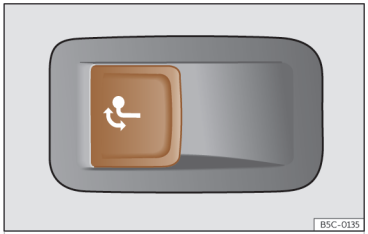

Abb. 195 Auf der linken Seite im Gepäckraum: Taste zur Entriegelung der Anhängerkupplung.
- Ziehen Sie kurz an der Taste ››› **(Abb. 195)**. Die Anhängerkupplung wird automatisch entriegelt und dreht selbsttätig heraus. Die Kontrollleuchte der Taste blinkt.
- Ziehen Sie kurz an der Taste ››› **(Abb. 195)**. Die Anhängerkupplung wird elektrisch entriegelt.
- **Drücken Sie keinesfalls die Taste ››› (Abb. 195), wenn ein Anhänger oder ein Gepäckträger oder anderes Zubehör auf der Anhängerkupplung eingehängt ist.**